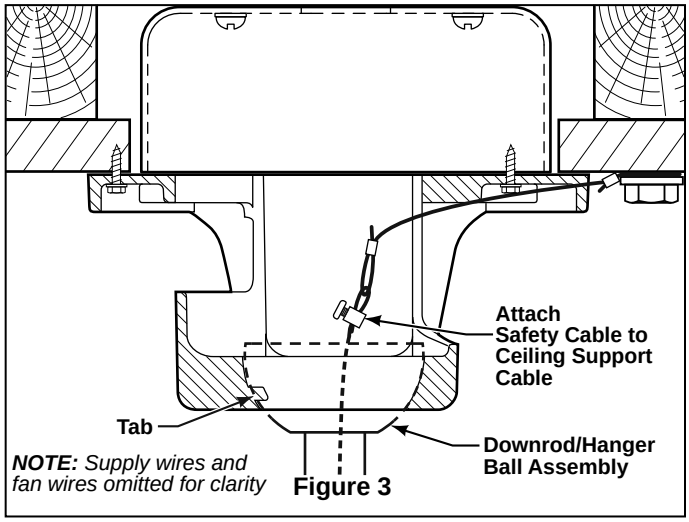

Figure 3
4. Carefully lift the fan and seat the downrod/hanger ball assembly on the hanger bracket that was just attached to the ceiling joist. Be sure the groove in the ball is lined up with tab on the hanger bracket. (Figure 3)
5. Attach the safety cable to ceiling support cable. Slide cable clamp onto safety cable (from fan). Place the end of cable through the loop of ceiling support cable. Pull as much cable through loop as possible. Feed end of cable into clamp hole and firmly tighten screw (Figure 3). Cut off excess safety cable.